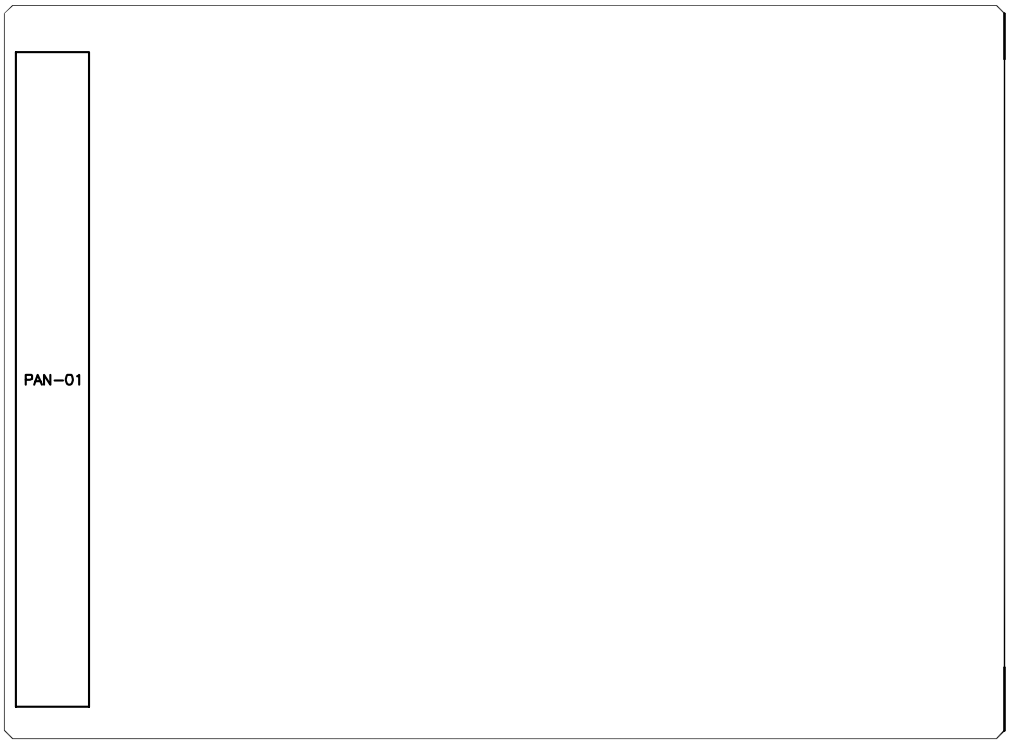

Figure P2-2 *PAN-01 DIN Rail inserted in the drawing*
11. Choose the **OK** button in this dialog box; the PAN-01 DIN Rail is inserted in the drawing, as shown in Figure P2-2.